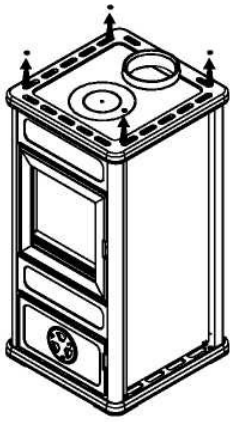

fig. 2
- Снимите верхнюю часть печи, открутив 4 винта (рис. 2).